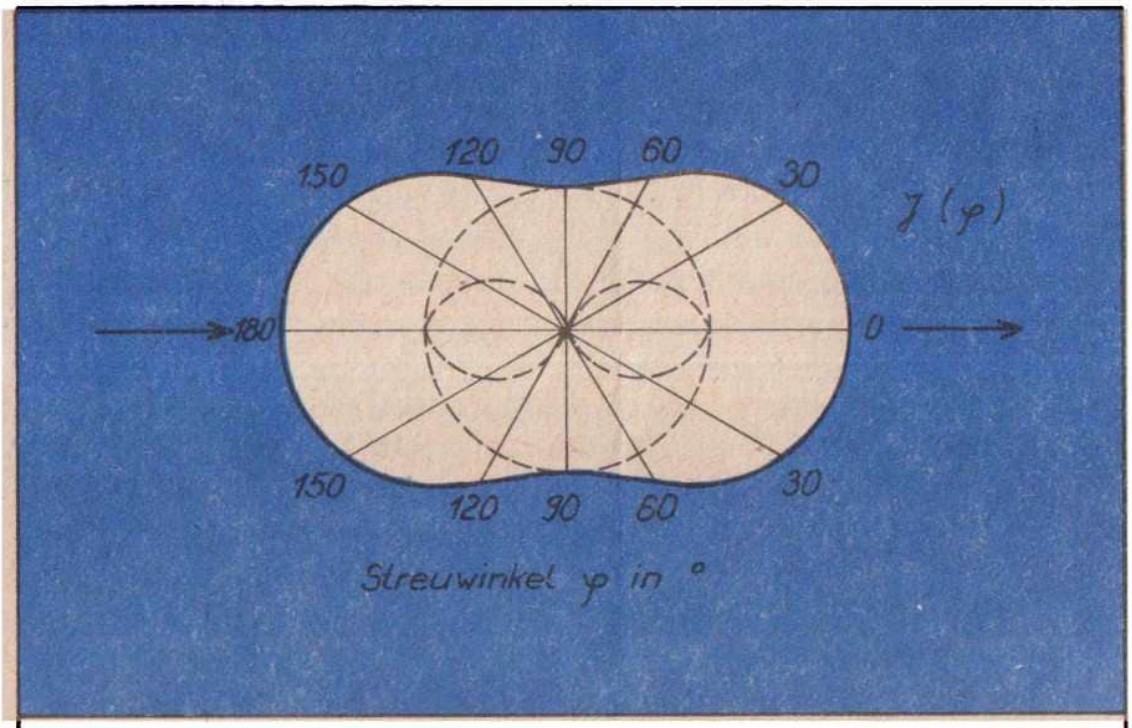

Abb. 4 : Winkelabhängigkeit der Rayleigh-Streuung, dargestellt als Streufigur (Maßstab beliebig)
$\sigma'(\varphi)$ nach (14) eingesetzt in (11) bzw. (12) ergibt die Strahlungsstärke $J(\varphi)$, mit der ein Volumenbereich ΔV unter dem Winkel φ Streulicht emittiert. Sie läßt sich in Form einer "Streufigur" veranschaulichen, wenn auf von einem Streuzentrum strahlenförmig ausgehende Radien der Betrag von $J(\varphi)$ für die jeweilige Richtung eingezeichnet wird (Abb. 4). Die Vorwärtsstreuung und die Rückstreuung erfolgen mit gleicher Intensität und sind doppelt so stark wie die Seitwärtsstreuung ($J(0^\circ) = J(180^\circ) = 2\,J(90^\circ)$). Eingehendere Untersuchungen ermöglichen eine Erklärung dieser bezüglich der $\varphi = 90^\circ$-Ebene symmetrischen Streufigur. Das Streulicht ist additiv aus einer parallel (j_1) und einer senkrecht (j_2) zur Schwingungsebene des einfallenden Lichtes polarisierten Komponente zusammengesetzt, wobei j_1 der "1" im Klammerausdruck $(1 + \cos^2\varphi)$ und j_2 dem Term "$\cos^2\varphi$ " entspricht.